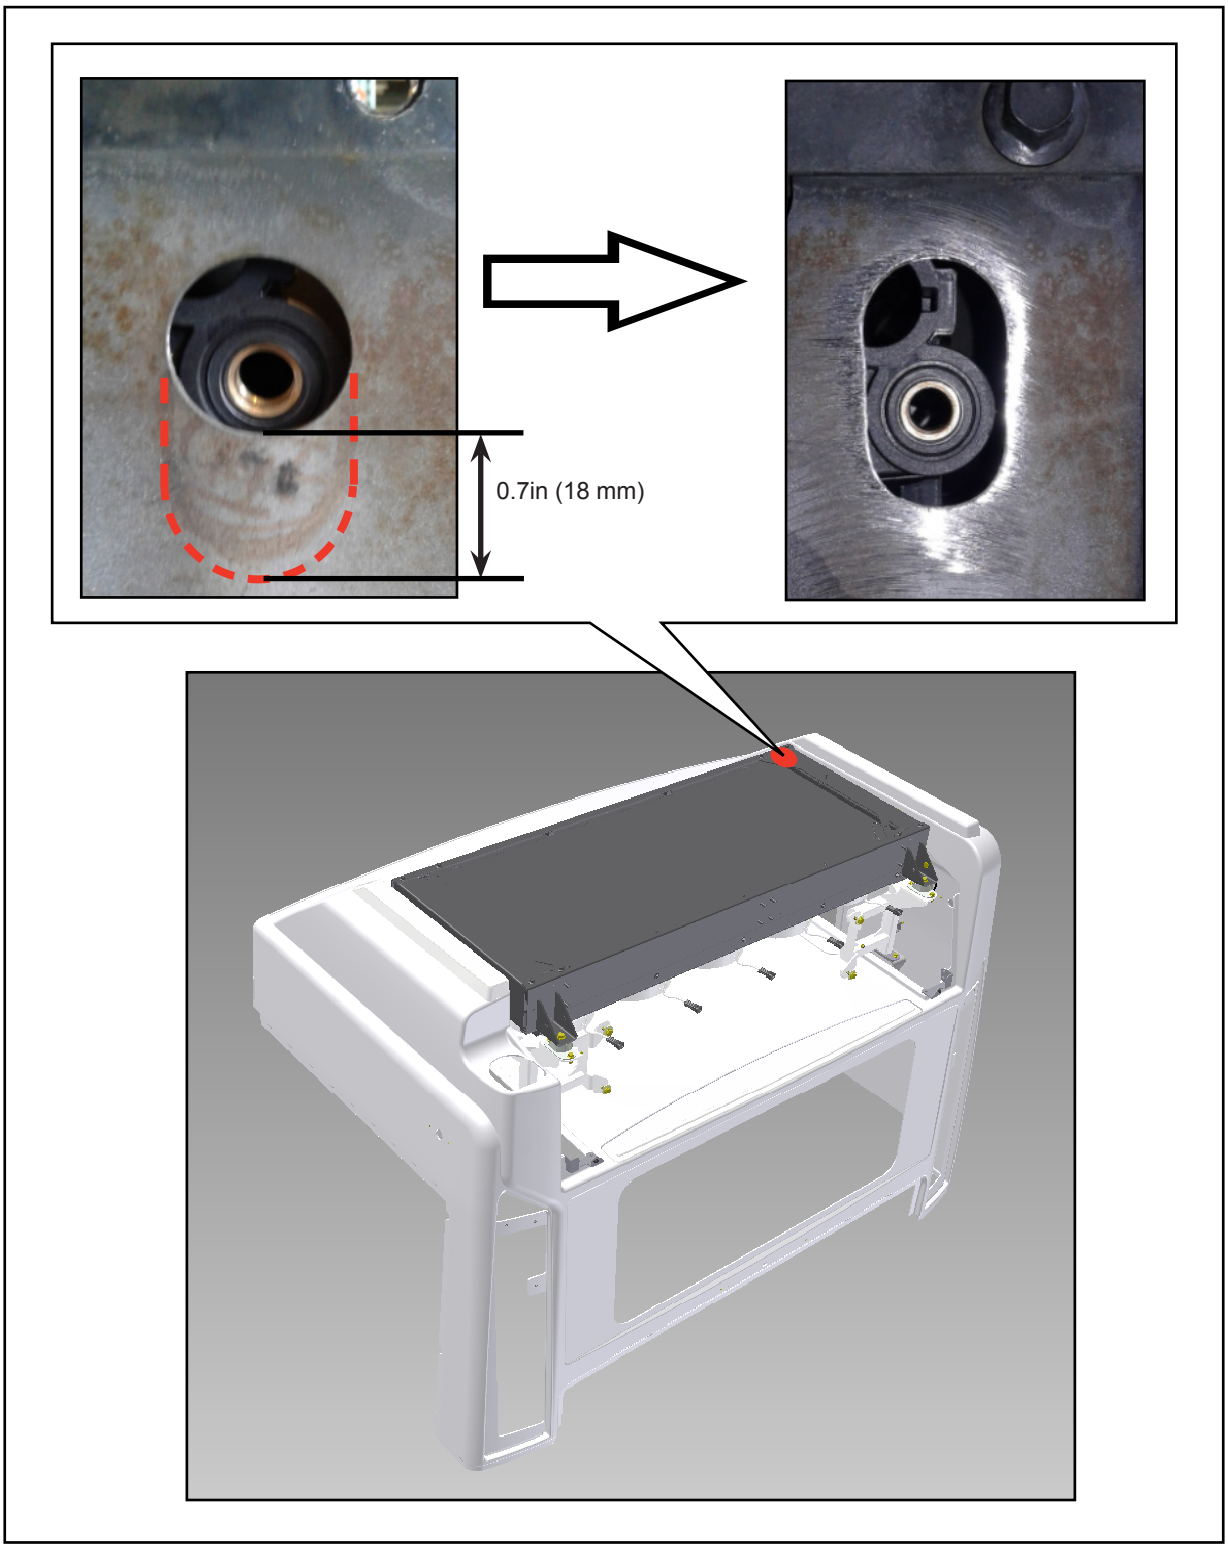

Figure 7 - Typical View of Vent Provision on Curb Side
1.23. Enlarge the opening on the curb side of the radiator assembly frame (see Figure 7).